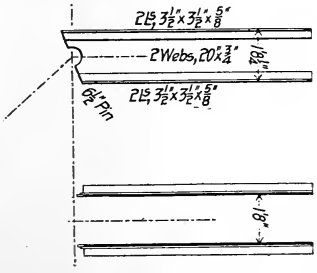

FIG. 3.
4. An inclined end post, shown in Fig. 3, carries a total stress of 440 000 lb. The web is $\frac{5}{8}$ in. thick, and there is only room for one $\frac{1}{2}$-in. pin plate or hinge plate on the inside of each web. Assuming 18 000 lb. per sq. in. to be the permissible limit for bearing on pins, 7 500 lb. per sq. in. to be the limit for shear of rivets and 15 000 lb. per sq. in. to be the limit for bearing on rivets, calculate the size and number of pin plates, the number of $\frac{7}{8}$-in. rivets required, and show their arrangement for a $6\frac{1}{2}$-in. pin.
3. In pony truss, Fig. 3, find maximum strain in members 1-3 and 1-4 for loads, as per diagram, moving over bridge.